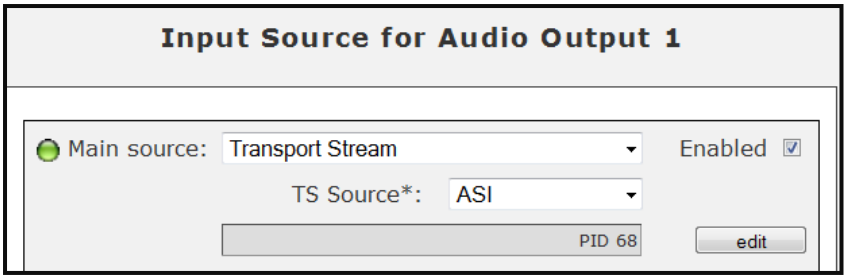

Fig. 16: TS Source for Audio Output: ASI.
5. Click the edit button (see Fig. 16) to open the setting window.